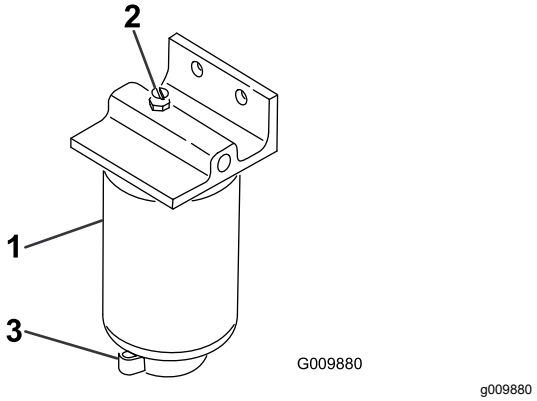

Figuur 58
2. Draai de aftapplug onder de filterbus los (Figuur 58).
1. Reinig de omgeving van de plaats waar de filterbus wordt gemonteerd (Figuur 58).